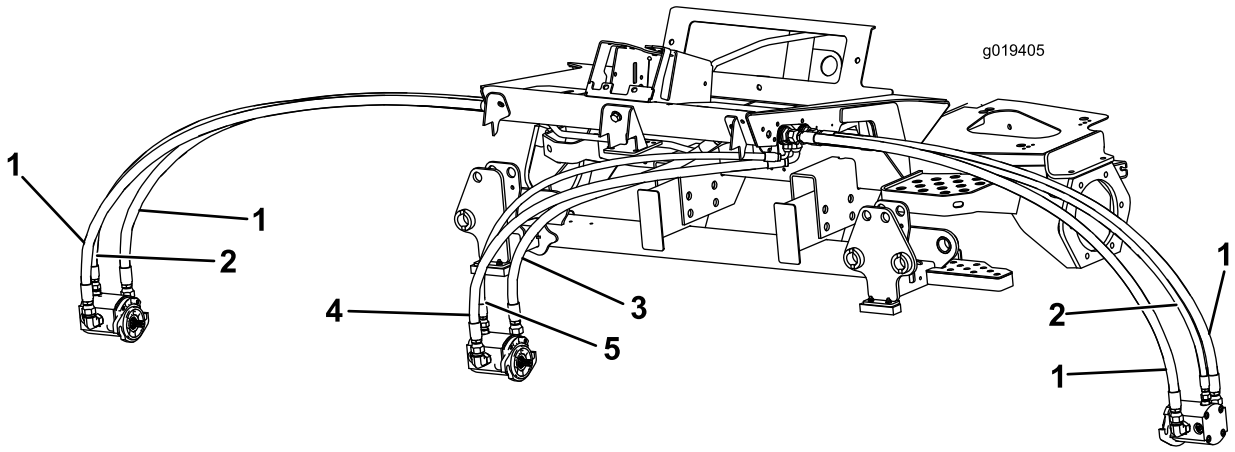

Figuur 1
2. Verwijder en vervang de slangen van het voormaaidek. Het onderdeelnummer van elke nieuwe slang vindt u in Figuur 1.